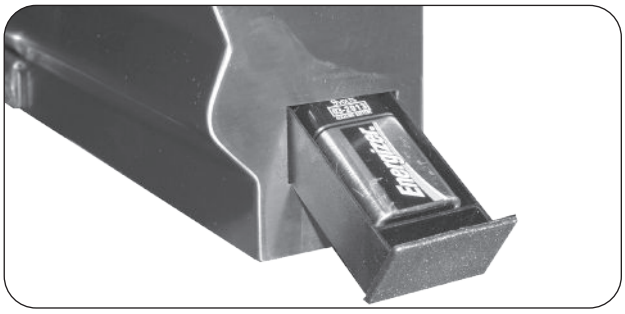

Fig. 33-4 Replace igniter battery
2. Disconnect the battery from the connector and replace it connecting the new battery and close the drawer (see Fig. 33-4).